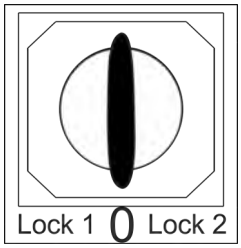

Fig. 72: Key switch middle position
4. Put the key switch into the middle position *[0]* (*Fig. 72*), unplug the contact sensor and pull the key switch out of the mounting hole.